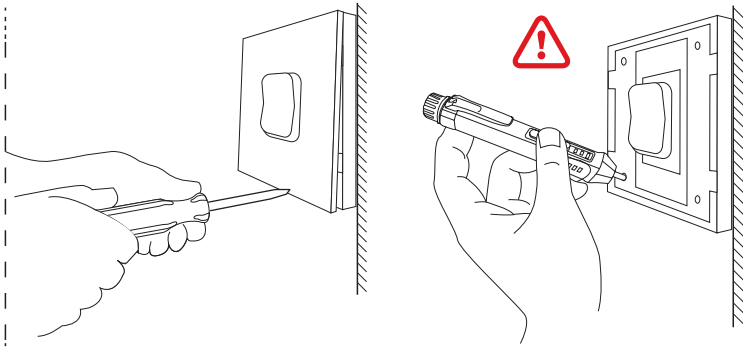

Рисунок 4
7.3 При установке диммера в подрозетник рекомендуется предварительно снять лицевую панель с выключателя и с помощью электрического тестера проверить все провода, подключенные к нему, чтобы убедиться в отсутствии напряжения в цепи (см. рисунок 4). Демонтируйте выключатель и снимите его со стены. Определите, какие проводники относятся к сети, а какие к нагрузке.